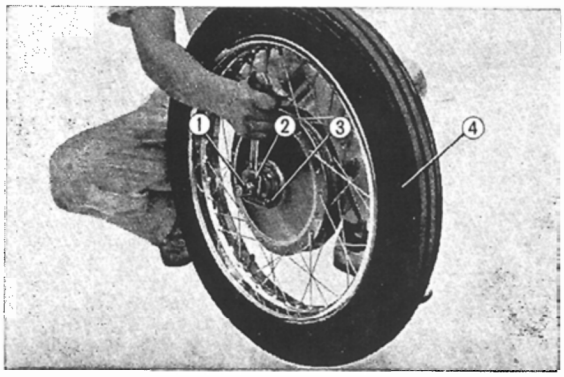

Fig. 4.75 Removing the front wheel axle
① Front wheel axle
② Front wheel axle nut
③ Speedometer gear box
④ Front wheel tire
5. Remove the front wheel axle nut and pull out the axle. The speedometer gear box and brake panel can be separated from the front wheel. **(Fig. 4.75)**